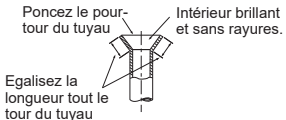

Fig. 6
- Comparez les travaux d'évasement avec la Fig. 6.